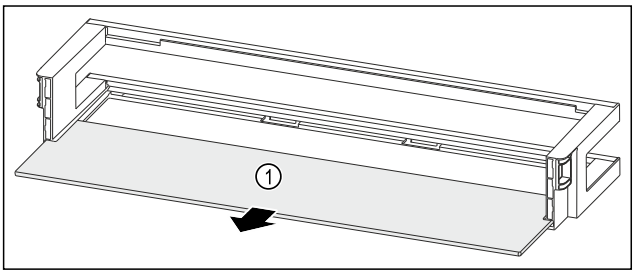

Fig. 254 Door rack with shelf
▶ Remove the shelf *Fig. 254 (1)*.